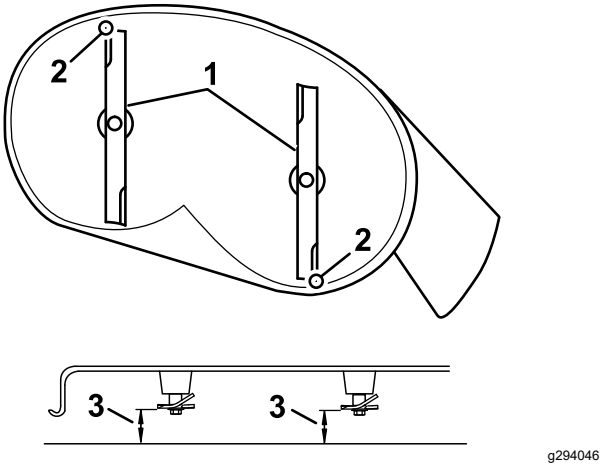
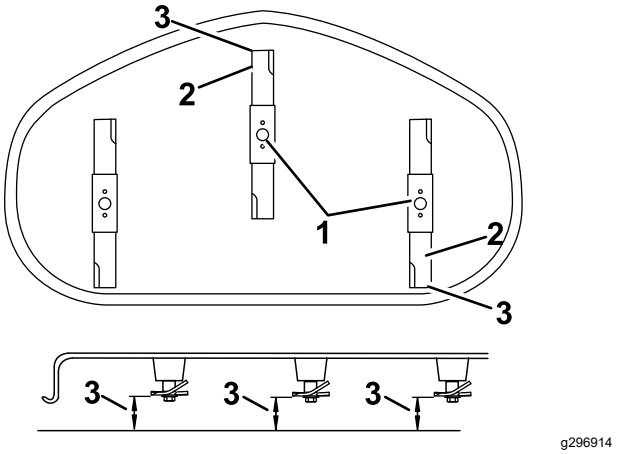

**Figure 66**
**Figure 67**
4. Carefully rotate the blades so they are facing front to rear (Figure 66).
5. Measure from the tip of the front blade to the flat surface and the tip of the rear blade to the flat surface (Figure 66 or Figure 67).
4. After adjustment, check the front-to-rear slope again, continue adjusting the nut until the front blade tip is 1.6 to 7.9 mm (1/16 to 5/16 inch) lower than the rear blade tip (Figure 66).